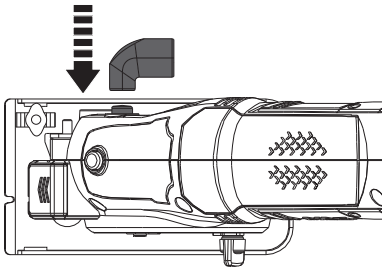

Fig. 6
> Coloque el adaptador de aspiración de polvo (22) al puerto de extracción de polvo (18) (Fig. 6).